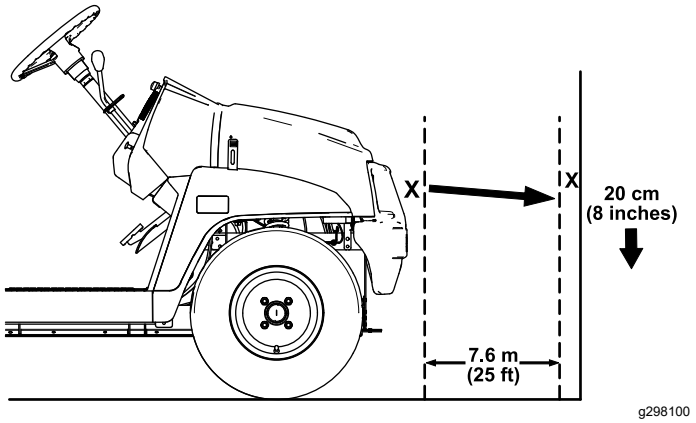

Figuur 43
1. Parkeer de machine op een horizontaal oppervlak met de koplampen op ongeveer 7,6 meter verwijderd van een muur (Figuur 43).
Het helderste gedeelte van de lichtstraal van de koplampen dient zich 20 cm onder de markering op de muur te bevinden (Figuur 43).